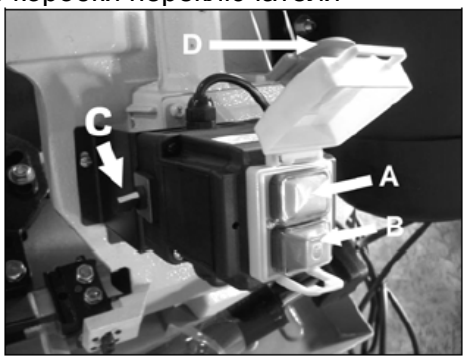

Рис.2
Станок включается посредством нажатия зеленого выключателя (A, Рис. 2). С помощью красного выключателя (B) производится остановка станка.